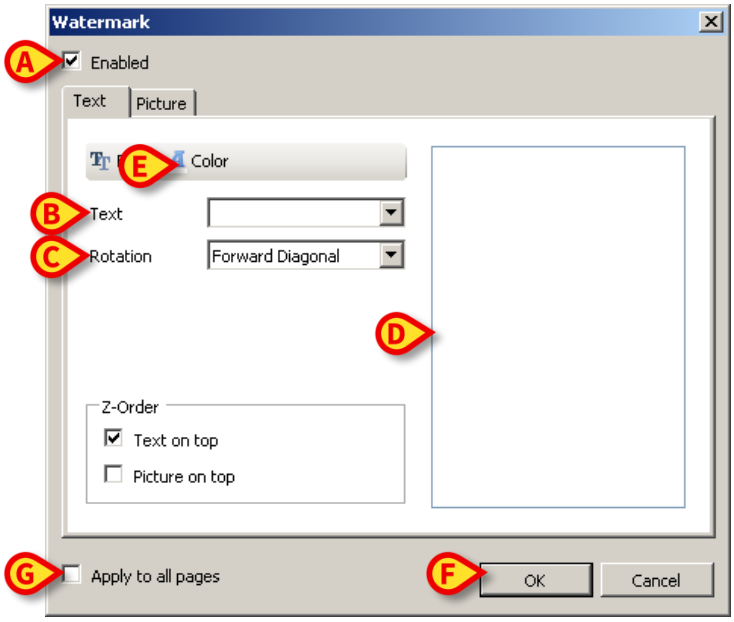

Fig 30
The following window is displayed (Fig 30).
- Ensure that the "**Enabled**" checkbox is checked (Fig 30 **A**). If not, the contents cannot be edited.
- Insert the text in the "**Text**" field (Fig 30 **B**).
- Use the "**Rotation**" menu (Fig 30 **C**) to specify the watermark orientation (diagonal, horizontal, vertical).
A print preview is displayed in the area indicated in Fig 30 **D**.
- Use the buttons indicated in Fig 30 **E** to select the watermark font and color.
- Click the **Ok** button (Fig 30 **F**).
If the "**Apply to all pages**" checkbox is selected (Fig 30 **G**) the watermark is applied to each page in the document, otherwise it is applied only to the current page.